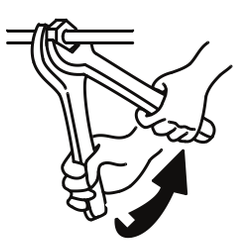

Fig. 5.2 Thightening Work of Flare Nut
(2) When tightening the flare nut, use two spanners as shown in Fig. 5.2.